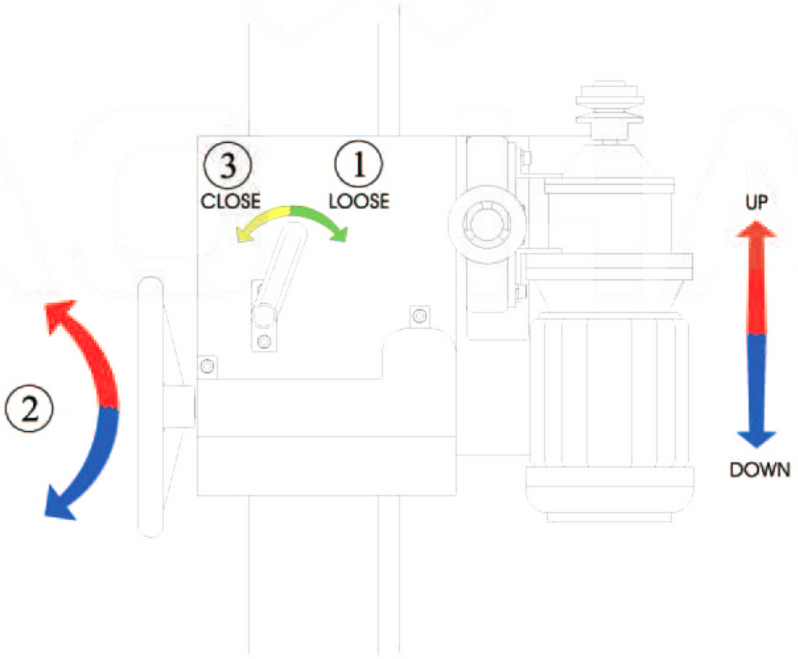

Fig.2a
1.3 After arranging to fix position, tighten the fixing handle (along the direction of yellow arrow). See **Fig.2a**.